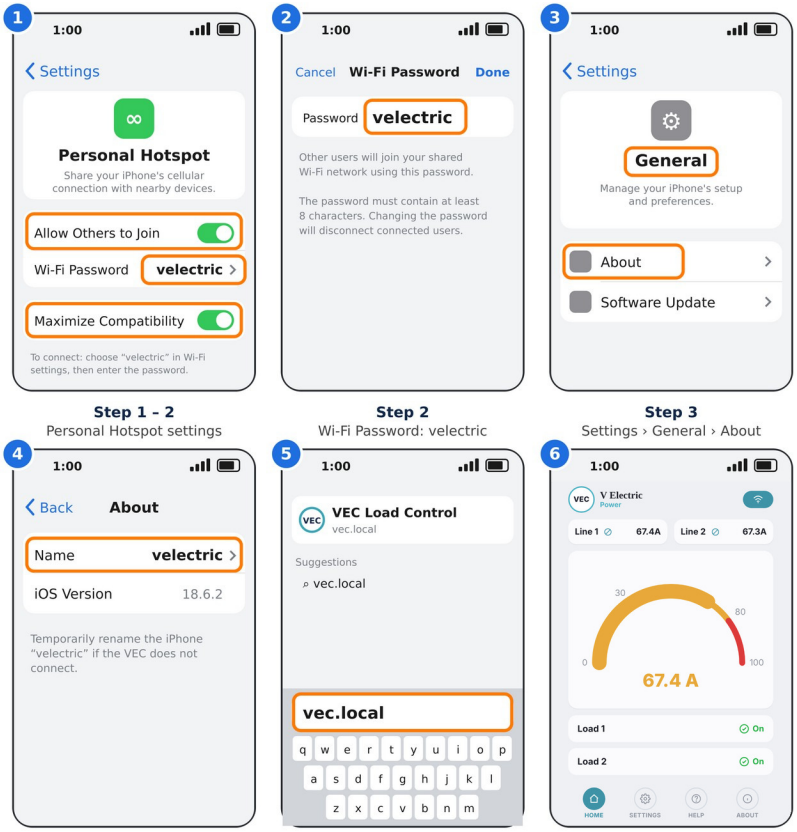

*Figure 6 – iPhone: Personal Hotspot settings, iPhone name, and opening vec.local in Safari (step numbers refer to 4.2)*
5. **Open the VEC page:** open **Safari** and type **http://vec.local** in the address bar. The VEC main page opens (Figure 6).